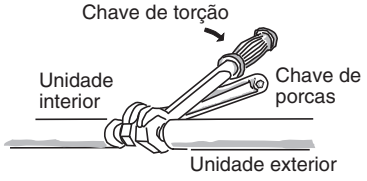

Fig. 5-6
(2) Para apertar as porcas afuniladas, aplique o binário como indicado.
- Quando retirar as porcas afuniladas das ligações da tubagem, ou quando as apertar depois de ligar a tubagem, certifique-se de que utiliza 2 chaves ajustáveis ou chaves de porcas. (Fig. 5-6)